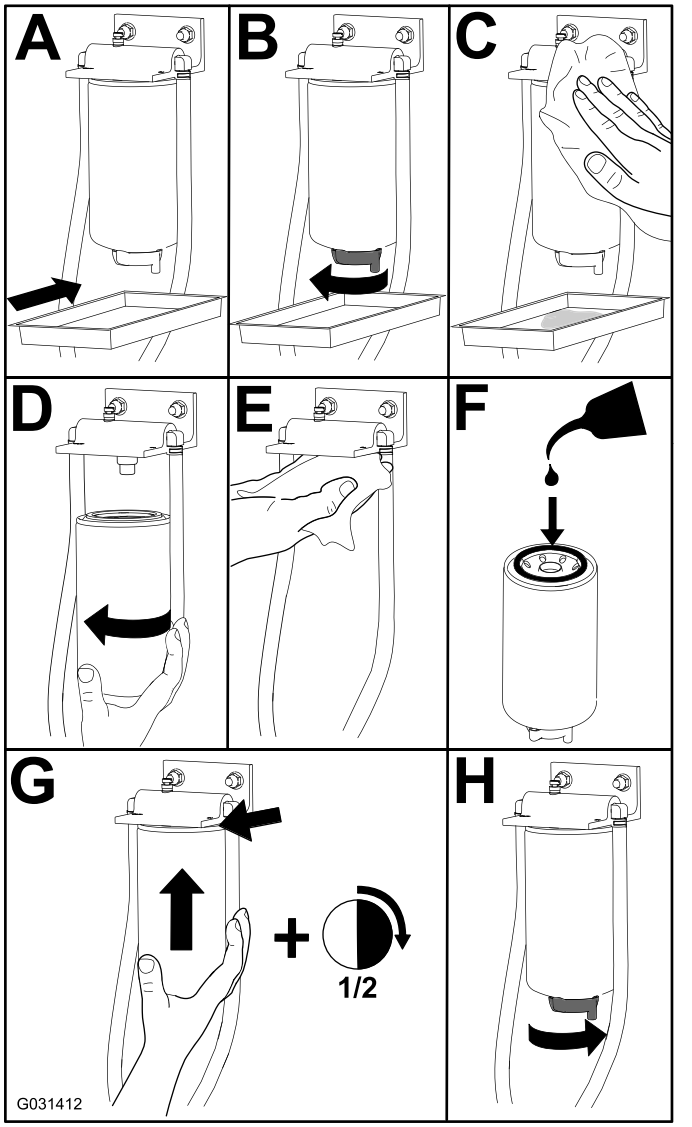

Figuur 100
1. Vervang het filter zoals wordt getoond in Figuur 100.